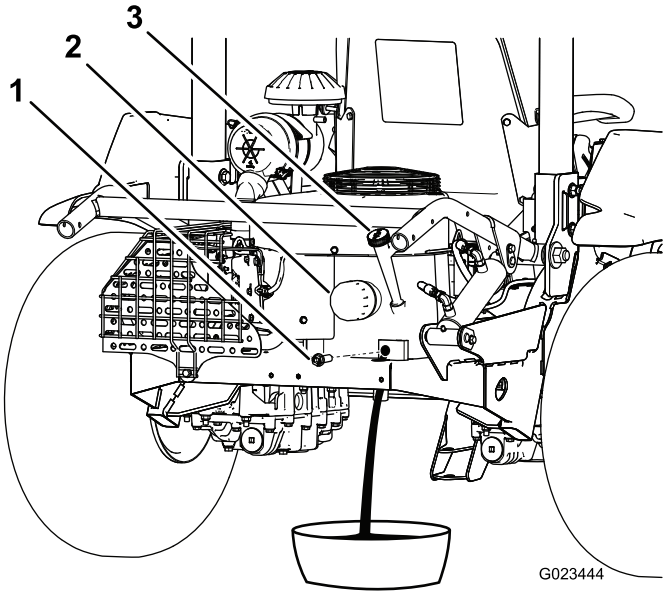

**Figur 40**
3. Ta bort avtappningspluggen (Figur 40) och låt olja rinna ut i ett lämpligt kärl. Sätt tillbaka avtappningspluggen när oljan har slutat att rinna.